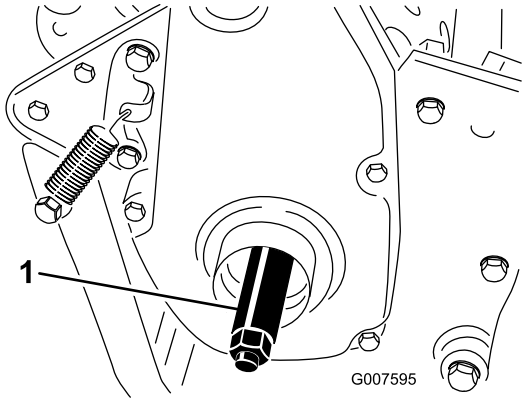

**Figur 8**
3. Skru den høyre hjulakselen på lederullen på høyre side av maskinen (Figur 8).